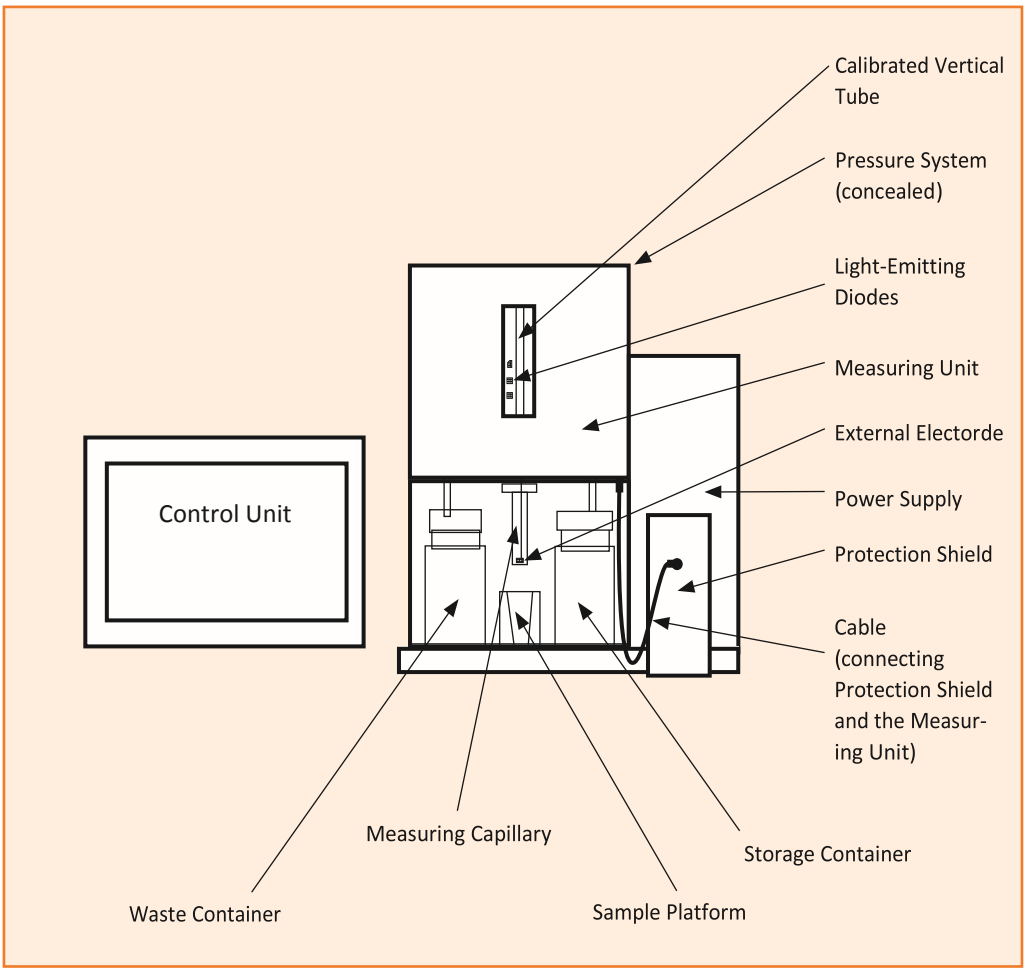

Figure 6: Schematic of CASY, measuring unit, frontal view.
- Precision measuring capillaries (see Figure 6). Depending on the configuration one of the capillaries is installed on delivery. Additional capillaries (optional) are delivered in their storage cups included in the accessory box.
The measuring unit (see Figure 6) contains the measuring electronics, the fluid system, and the valves required to control the measuring process. A schematic diagram of the fluid/pressure system including all valves can be found in *9.1 The Liquid/Pressure System*. The close monitoring of the measuring volume (200 µl or 400 µl) required to determine the concentration is carried out by a light-barrier monitored, calibrated precision vertical tube. The CASY System handles larger measuring volumes (maximum 3.6 ml) by employing a multiple measurement cycles. The results of the individual measurement cycles are accumulated.
The sampling chamber accommodates the following elements (see Figure 6):
The **external electrode** (see Figure 6) is made of platinum, arranged in front of the capillary, can rotate freely, and be pulled downwards if necessary.
The **measuring capillary** (see Figure 6) is made of highly resistant plastic. It is secured to the sampling chamber cover by a cap nut. At the lower end of the capillary a precision measuring pore is positioned. The measuring pore has a cylindrical geometry with a diameter to length ratio of 1:1. The axial arrangement of the hole minimizes the risk of blockage and prevents impurities from accumulating inside the capillary body. Precision measuring capillaries with diameters 45 µm, 60 µm, and 150 µm are available to match the requirements of nearly all applications. The lower measuring limit of a measuring capillary amounts to approximately 2% of the capillary diameter.
The **pressure system** is accommodated in its own cylinder situated behind the measuring unit (concealed in Figure 6). The no-maintenance vacuum pump, combined with pressure sensors, guarantees that the vacuum required to aspirate the sample remains constant, irrespective of any external pressure. The pressure system also interacts with the valves on the measuring unit to control all fluid movements required to empty the vertical tube, replenish the fluid system and counter-flush the measuring capillary. A schematic diagram of the fluid/pressure system including all valves can be found in *9.1 The Liquid/Pressure System*.
The **power supply** for the measuring electronics of the CASY system is housed in the cylinder arranged outside to the right (see Figure 6). Special filters ensure that the mains power supply is afforded maximum interference protection.